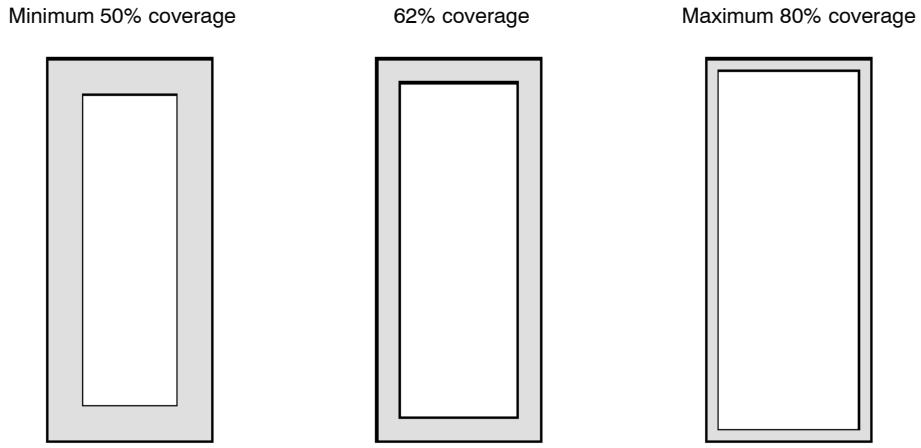

Figure 9. Solder Paste Application on Pins
4. The aperture opening for the signal pads should be between 50−80% of the QFN pad area as shown in Figure 9.